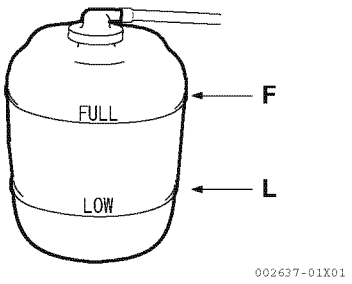

Figur 7
2. Fyll på kylvätska i kylvätskebehållaren så att nivån håller sig mellan övre och undre gränsen (**Figur 7**).